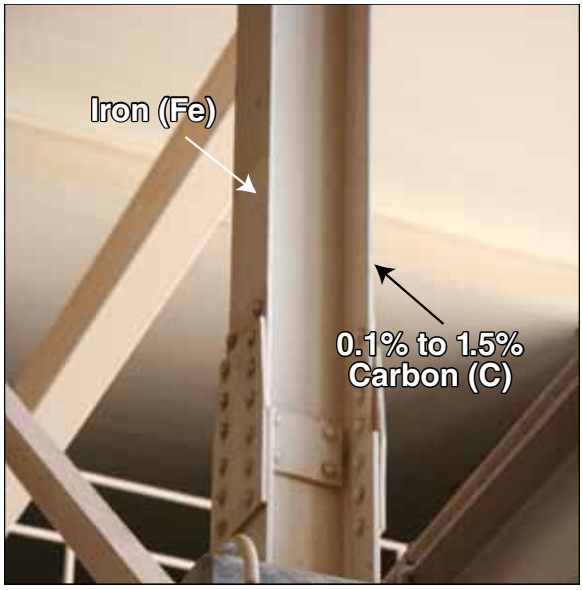

Figure 4.28 Alloys often contain small amounts of nonmetals. For example, steel contains a small percentage of carbon.
- Titanium alloy: 90% titanium (Ti), 5% aluminum (Al), and 5% vanadium (V)
Alloys sometimes contain a small percentage of nonmetal elements. For example, steel is comprised primarily of iron (Fe), but also contains 0.1% to 1.5% carbon (C) **(Figure 4.28)**. Stainless steel is roughly 80% iron (Fe), 15% chromium (Cr), 4% nickel (Ni), and 0.5% to 1% carbon (C).